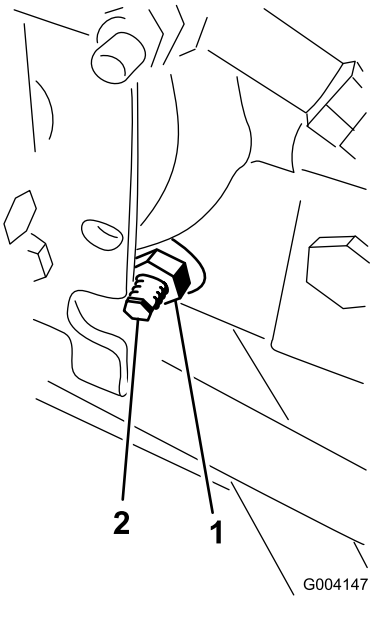

Figur 80
3. Løsn låsemøtrikken på traktionsjusteringsknasten til højre for hydrostaten (Figur 80).